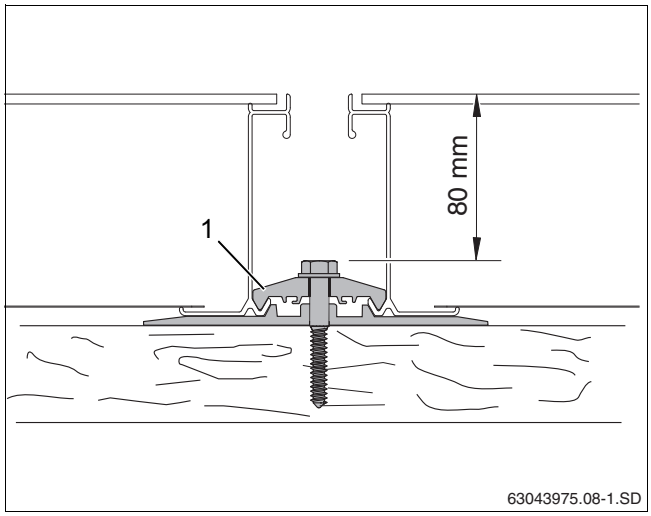

Рис. 28 Затягивание двухстороннего прижима
- Затяните винт двухстороннего прижима (рис. 28, [1]). Для этого используйте торцовый гаечный ключ SW 10 длиной минимум 80 мм.